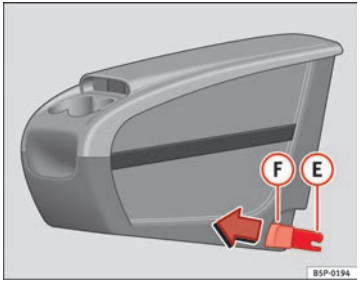
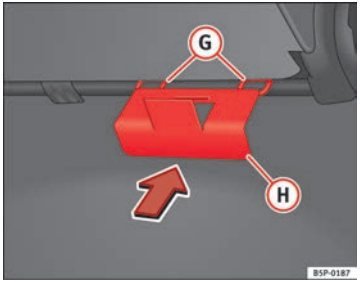

Fig. 110 Cassetto portaoggetti estraibile. Montaggio
Fig. 111 Piastra di fissaggio del cassetto portaoggetti estraibile
– Collocare dall'interno del veicolo la piastra di fissaggio (H) ⇒ fig. 111 del cassetto portaoggetti estraibile, facendolo passare attraverso la parte posteriore del sedile. Deve essere collocato fra lo schienale e il piano del sedile, nella zona del posto centrale.
– Agganciare i due pezzi di fissaggio (E) ⇒ fig. 110, con i due occhielli di fissaggio (G) ⇒ fig. 111 e premere con forza fino a quando le due pinze si incastrano completamente con gli occhielli.
– Tirare in avanti entrambi i pulsanti ⇒ fig. 110 (F) delle pinze (pulsanti rossi), fino a quando non si sente lo scatto.